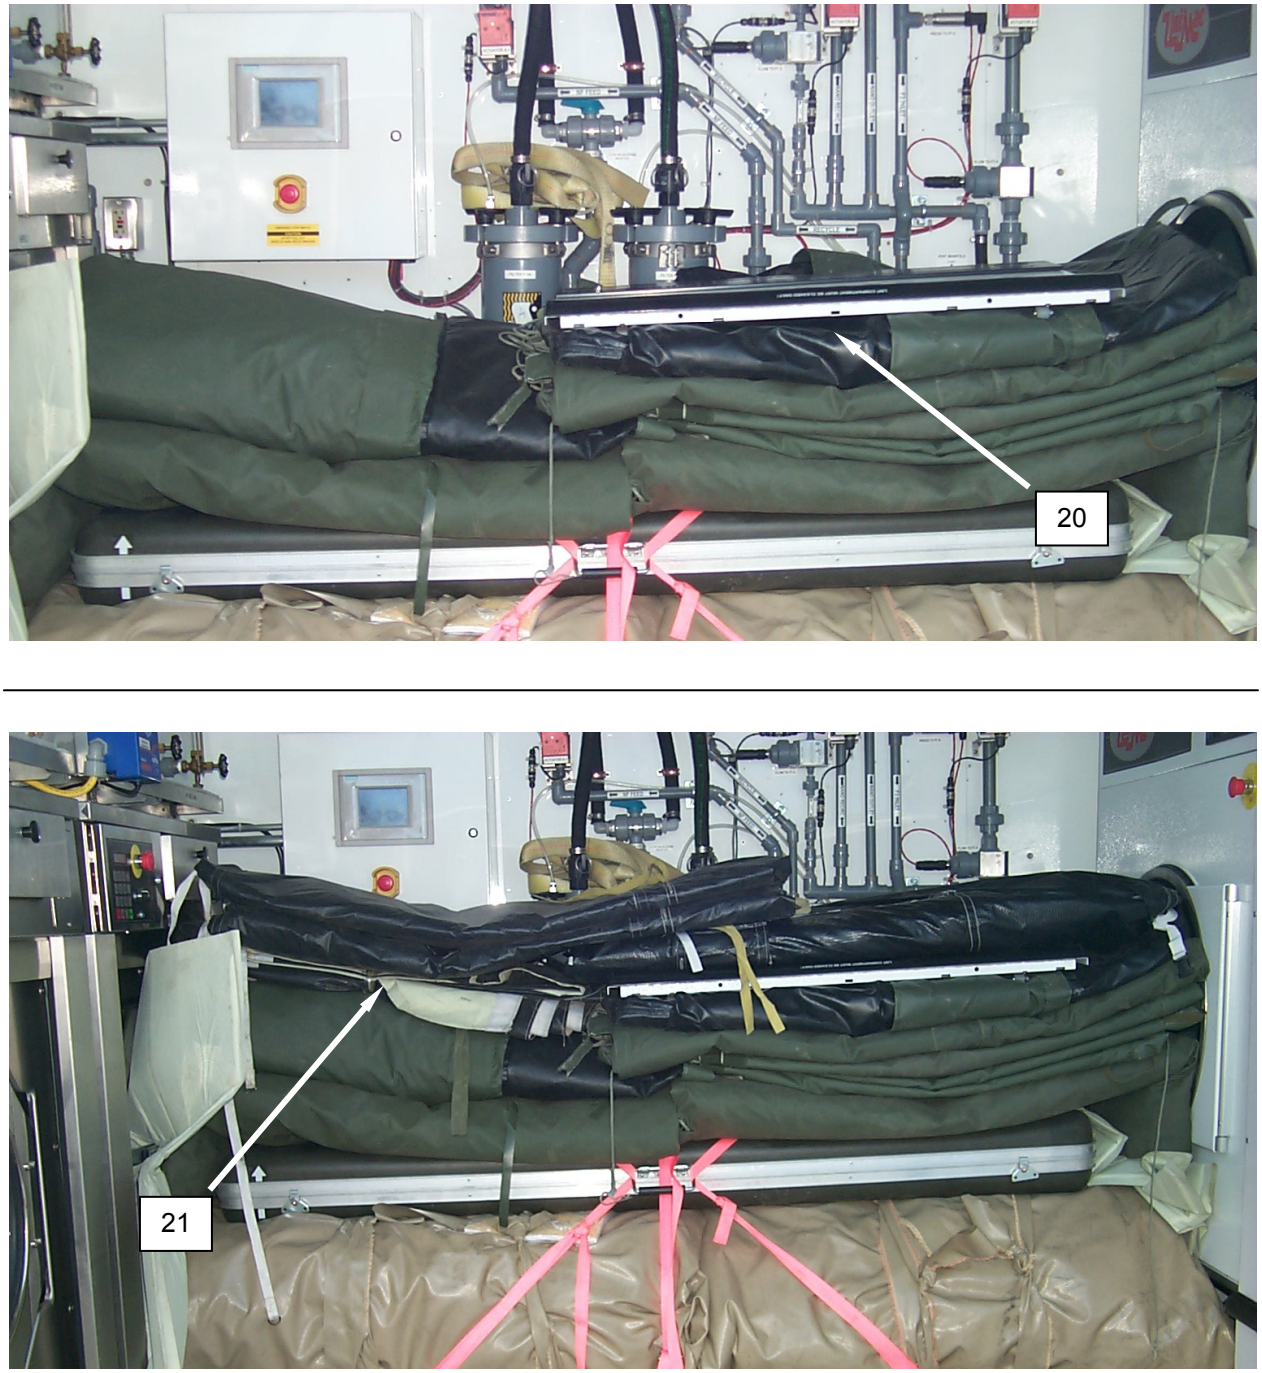

Figure 17. CBL Full Packout.
26. Place Dryer No. 1 lint compartment door **(Figure 17, Item 20)** on top of TEMPER fabric.
27. Place the vestibule fabric sections **(Figure 17, Item 21)** on top of dryer lint compartment door.